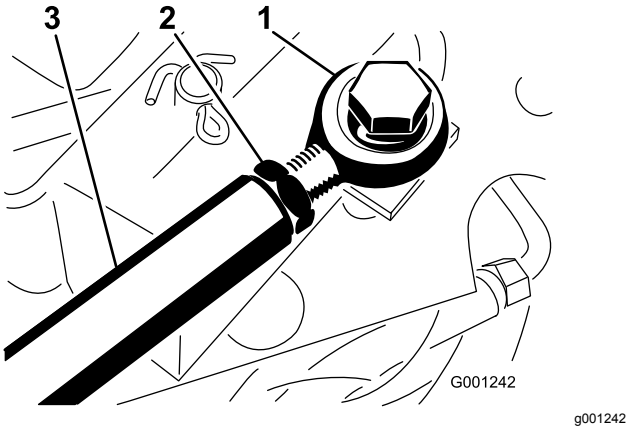

Figuur 80
Als de pedaalaanslag nog verder moet worden afgesteld, moet u de tractiestang (Figuur 80) als volgt afstellen:
2. Draai de contramoer los waarmee het uiteinde van de stang is bevestigd aan de tractiestang (Figuur 80).
4. Draai de contramoer (Figuur 80) vast en bevestig het uiteinde van de stang aan het tractiepedaal met de bout en de moer die u eerder hebt verwijderd, om de hoek van het pedaal te borgen.